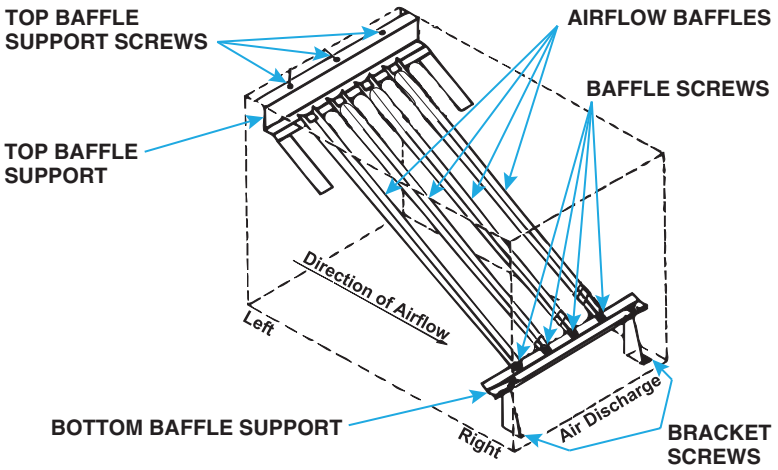

Figure 30. Airflow Baffles
b. For standard (not high CFM) furnaces, remove baffle screws (see **Figure 30**) and lift each airflow baffle slightly and slide forward. Remove all baffles from heat exchanger.